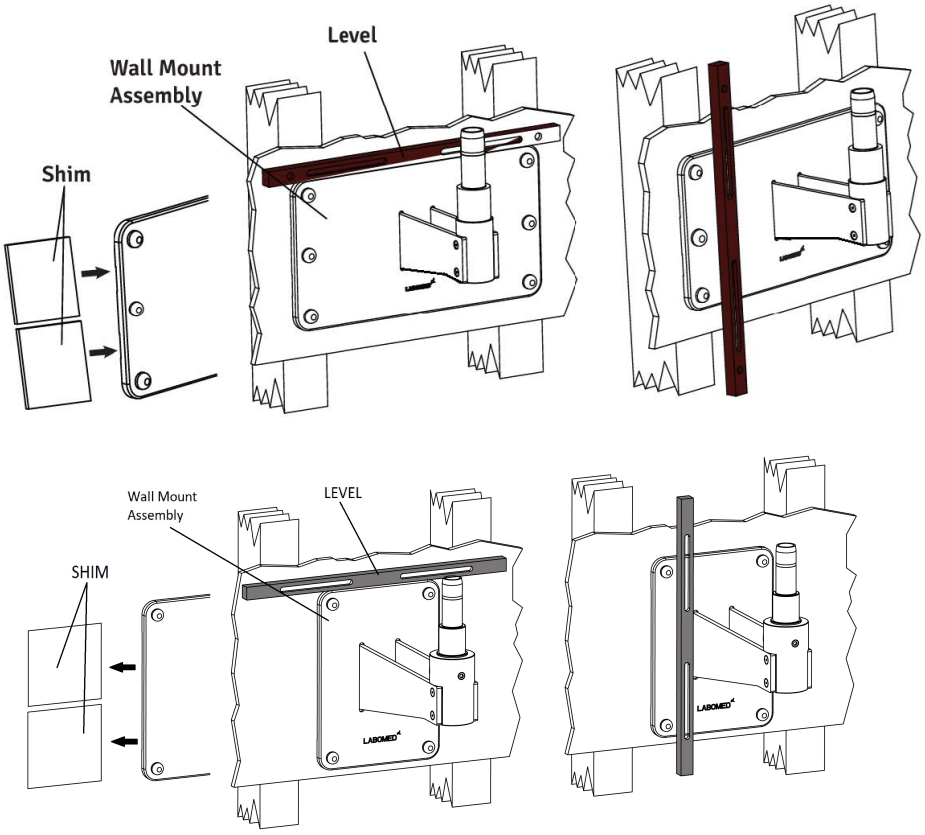

Fig. 21
2. **Place a level across the top of the back plate to check the horizontal levelling. See Figure 21.**
5. **Place a level vertically along the face of the wall Mount, on both sides, to ensure it is perpendicular to the floor. See Figure 21.**